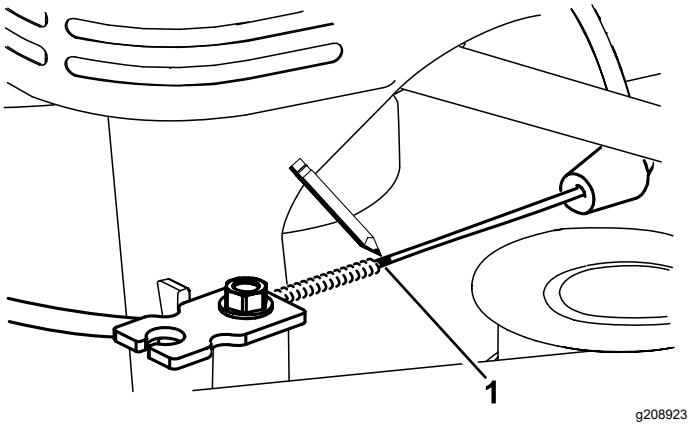
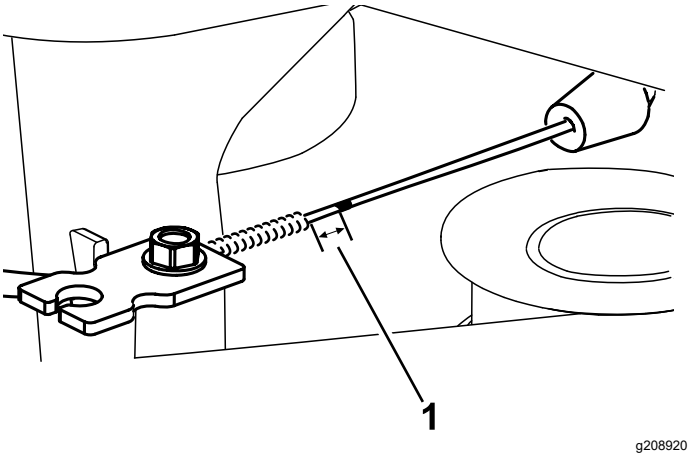

Figure 45
Figure 46
7. Faites une marque sur le câble de frein (Figure 45), puis réglez la gaine jusqu'à obtenir un mou d'environ 11 mm (7/16 po) (Figure 46).